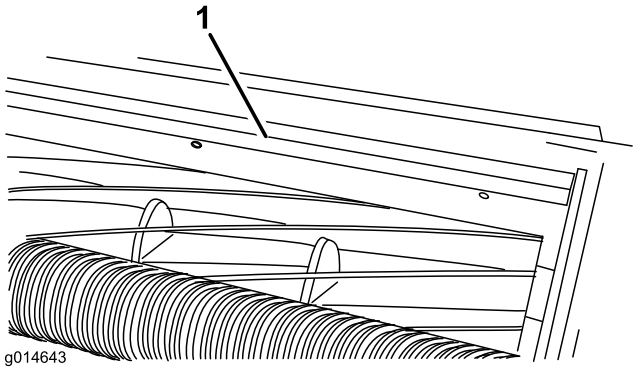

Rysunek 11
1. Poluzuj śruby mocujące belkę górną (Rysunek 11) do zespołu tnącego.